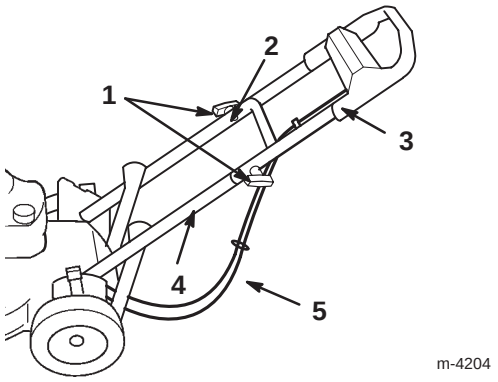

Figur 3
5. Skjut den övre handtagssektionens ändar över det nedre handtaget så att sektionerna ligger intill varandra (figur 3).
2. Välvd handtagsbult (2)
6. Se till att kablarna dras under och bakom det nedre handtaget enligt anvisningarna i figur 3.
7. Säkra det övre handtaget vid det nedre handtaget med två välvda handtagsbultar och två vred (figur 3).